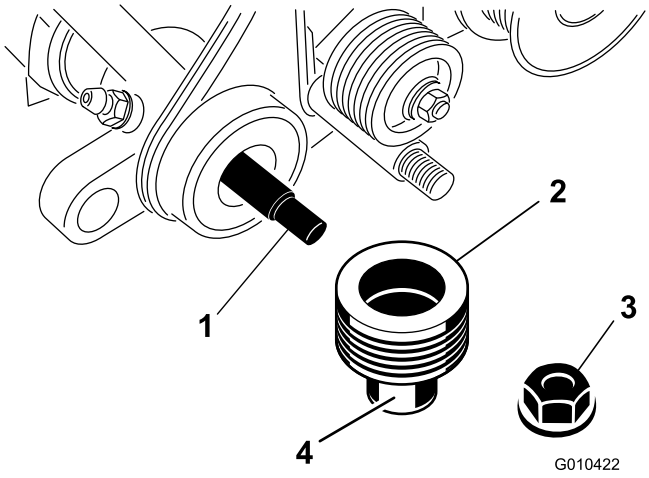

Bild 8
3. Fetten Sie die Antriebsriemenscheibe außen ein, wie in Bild 8 abgebildet.
4. Schieben Sie die Riemenscheibe auf die Groomerwelle (Bild 8).
5. Befestigen Sie die Riemenscheibe mit einer Sicherungsmutter (3/8") an der Welle, wie in Bild 8 abgebildet.